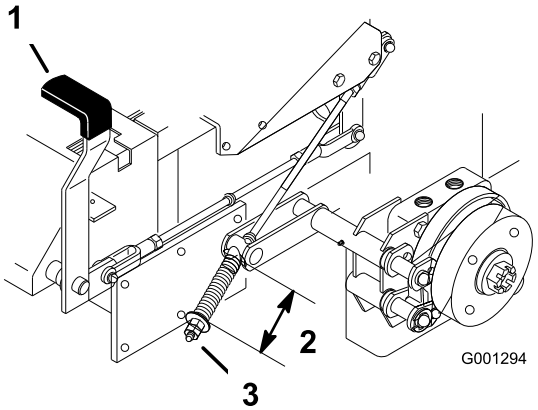

Figur 62
2. Mät fjäderns längd. Avståndet mellan brickorna ska vara 64 mm (Figur 62).
3. Frigör parkeringsbromsen om en justering krävs, och lossa sedan kontramuttern under fjädern och justera muttern direkt under fjädern (Figur 62). Vrid muttern tills korrekt mått uppnås. Vrid muttern medsols för att förkorta fjäderlängden och vrid motsols för att förlänga fjädern.